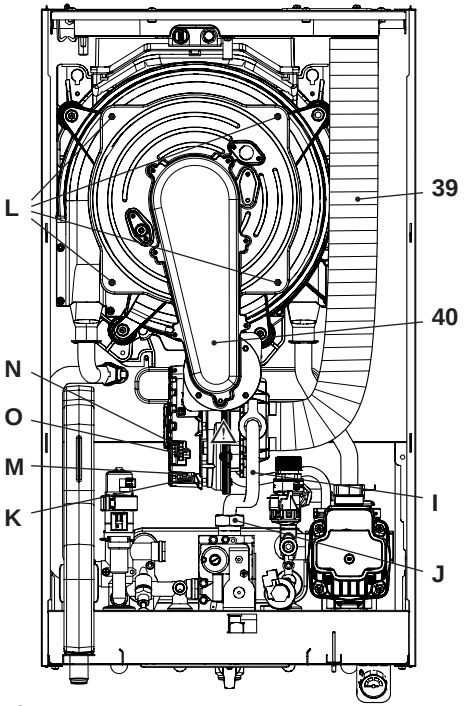

Figura 9.6
Rimozione del gruppo bruciatore ventilatore 40 in Figura 9.6.
- Scollegare il tubo aspirazione aria 39 (Figura 9.6).
- Inserire un cacciavite piano nella rientranza **K** del connettore **M** e fare leva verso il basso, contemporaneamente scollegare il connettore **M** tirandolo frontalmente (Figura 9.6).
- Scollegare il connettore del ventilatore **N** premendo il gancio in plastica **O** posizionato nella parte sottostante del connettore (Figura 9.6).
- Svitare i dadi **L** e rimuovere il gruppo bruciatore ventilatore 40 (Figura 9.6).